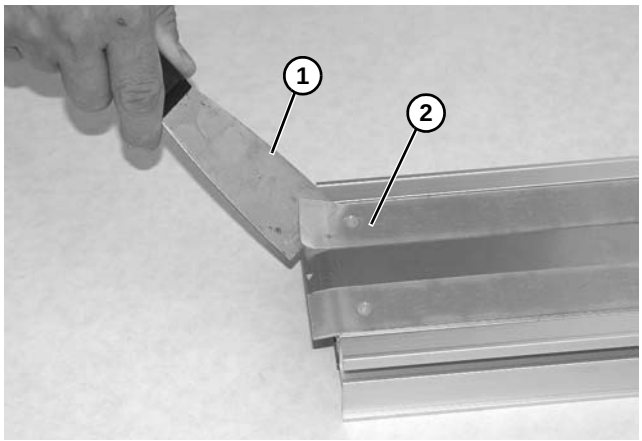

Abbildung 73
2. Mit einem Spachtel **(Abbildung 73, Teil 1)** die Kante des Verschleißstreifens **(Abbildung 73, Teil 2)** anheben.